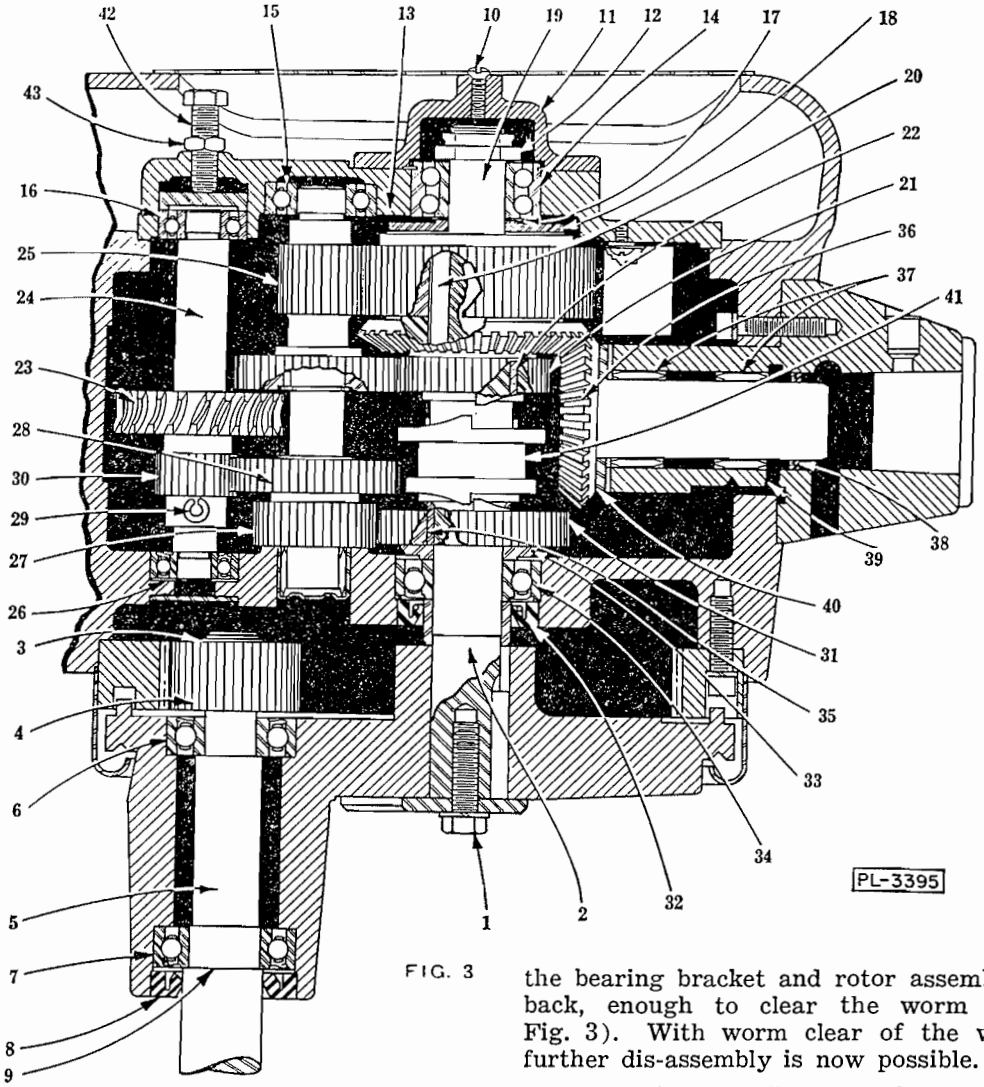
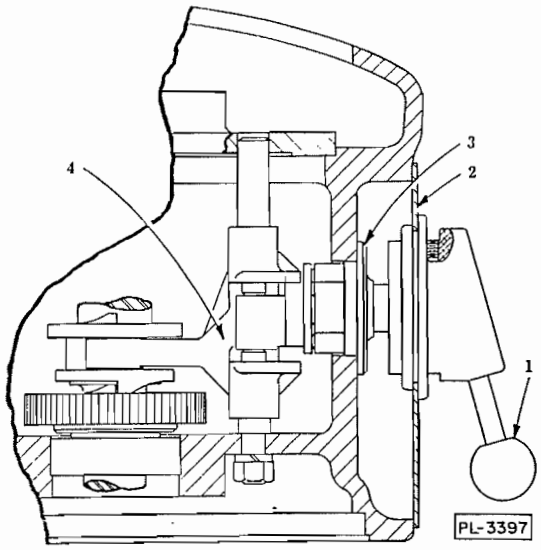
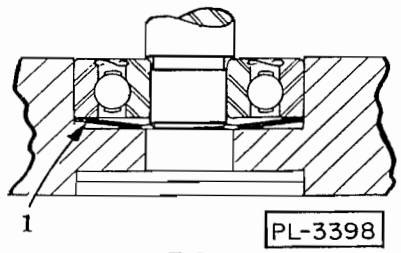

FIG. 3
FIG. 4
FIG. 5
PLANETARY REMOVAL (Fig. 3):
PLANETARY OIL SEAL (Fig. 3):
TRANSMISSION DIS-ASSEMBLY (Fig. 3):
Further dis-assembly necessitates removal of the motor rotor assembly to clear the worm from the worm gear (23), which in turn must be free to allow removal of the worm gear shaft (24). Before pulling the rotor assembly, block up rear of mixer (min. 3″), tilting mixer forward. This prevents lubricant from escaping as rotor is pulled. Next remove retaining screw (15, Fig. 1) and trim cap (16, Fig. 1). Dis-assemble the bearing bracket screws. Insert a screwdriver in each of the two slots in the side of the bearing bracket and pry the bracket loose. Single phase motors require disconnecting the two starting switch leads by pulling off at the spade terminals. Pull the bearing bracket and rotor assembly straight back, enough to clear the worm wheel (23, Fig. 3). With worm clear of the worm wheel further dis-assembly is now possible.
Next, using an Allen wrench loosen the small set screw and withdraw the shifter handle (1, Fig. 4). Dis-assemble the retaining screws and remove the switch plate (2, Fig. 4). Remove the retaining screw, then the index plate unit (3, Fig. 4). The shifter yoke (4, Fig. 4) is now free on its shaft.
Pull the worm shaft (24, Fig. 3), the transmission shaft (25, Fig. 3) and the shifter yoke (4, Fig. 4) straight up out of the case together. Do not lose the worm shaft spring (26) when removing the worm shaft. If this spring is removed, it is important on re-assembly that the cupped shape is up (1, Fig. 5). CAUTION: The lower gear (27) is free to slide from the transmission shaft and must not be dropped. (When re-assembling the transmission shaft into the transmission case, use heavy grease on the face of this gear (27) to make it adhere to the gear (28) above it). Withdraw the three screws from the attachment hub and pull hub forward (to clear gear #31). With the planetary already having been removed (see paragraph on Planetary Removal) it is now possible to remove the planetary shaft (19). Tap the shaft lightly with a lead hammer on the planetary end.
WORM SHAFT ADJUSTMENT (Fig. 3):